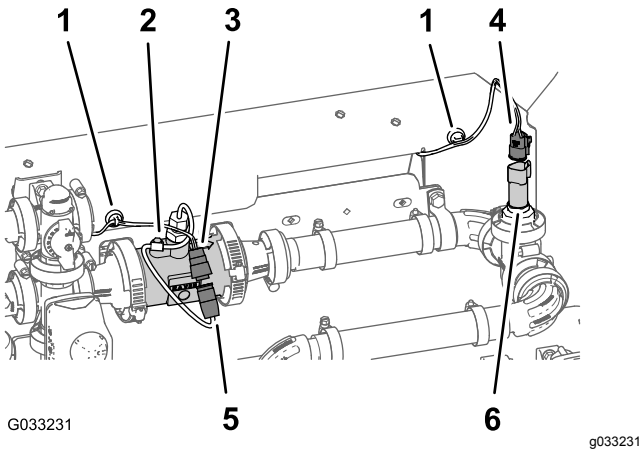

Figur 128
1. Dra kontakterna på den 203 cm långa kablagedelen som är märkta **Flow Meter** (flödesmätare) och **Pressure Transducer** (tryckomvandlare) bakom grenrörsfästet (Figur 128).
2. Anslut kontakten med tre uttag på den 203 cm långa kablagedelen för flödesmätaren (omärkt) till kontakten med tre stift på flödesmätarens kablage (Figur 128).
3. Anslut kontakten med tre uttag på den 203 cm långa kablagedelen för tryckomvandlaren (märkt **Pressure Transducer**) till kontakten med tre stift på tryckomvandlaren (Figur 128).
4. Fäst de magnetiska kablageförankringarna för flödesmätaren och tryckomvandlaren på ytan på grenrörsfästet (Figur 128).